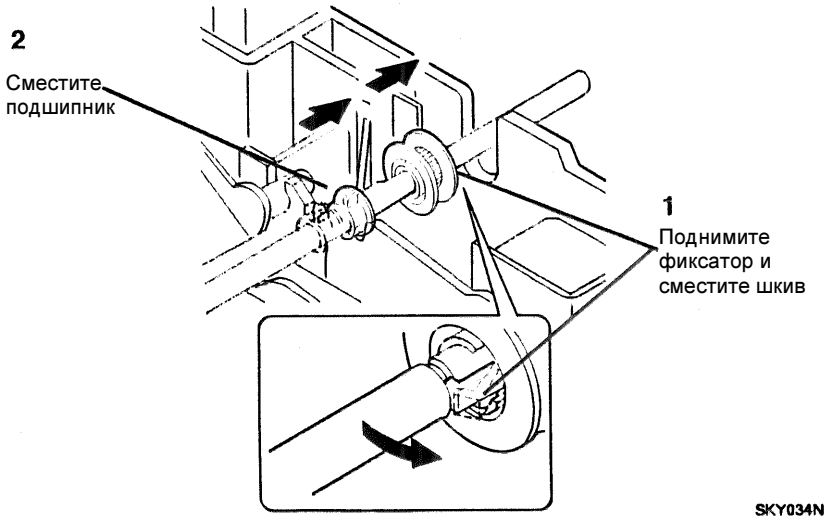

Рисунок 1. Подготовка к снятию ролика
2. (Рисунок 1): Подготовьтесь к снятию ролика.